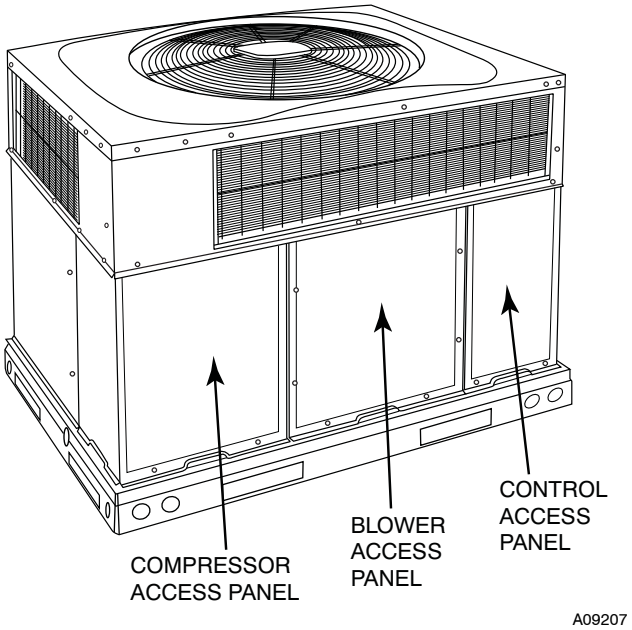

Fig. 19 - Unit Access Panels
a. Remove blower access panel (see Fig. 19).
g. Reinstall blower access panel (see Fig. 19).
1. Remove control access panel (See Fig. 19).
Remove blower access panel (see Fig. 19). Limit switch is located on the fan partition.
3. Remove control access panel (See Fig. 19).
Remove access panels (see Fig. 19) to locate all the electrical controls and wiring. Check all electrical connections for tightness. Tighten all screw connections. If any smoky or burned connections are noticed, disassemble the connection, clean all the parts, re-strip the wire end and reassemble the connection properly and securely.